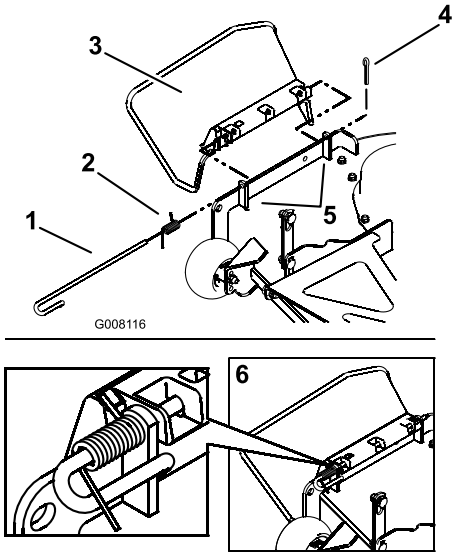

Figuur 56
1. Ga naar de onderdelen die worden getoond in Figuur 56.
4. Richt de veer zodanig dat het korte stuk naar de grasgeleider en het lange stuk naar het maaidek wijst zoals wordt getoond in Figuur 56. Plaats de veer op de stang en schuif de stang met het rechte deel door de voorste beugel van de grasgeleider, de grasgeleider en de achterste beugel van de grasgeleider.
5. De veer en de stang moeten zodanig worden gemonteerd dat de stang er niet uit glijdt bij de voorste beugel en de veer de grasgeleider omlaag houdt. Zie (Figuur 56) voor de juiste richting.